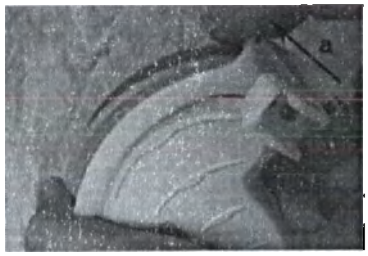

Рис. 11-38. Снятие направляющей для биопсии
1. Удерживайте другую сторону и вытолкните фиксируемый зажим для игл. См. раздел Рис. 11-38.